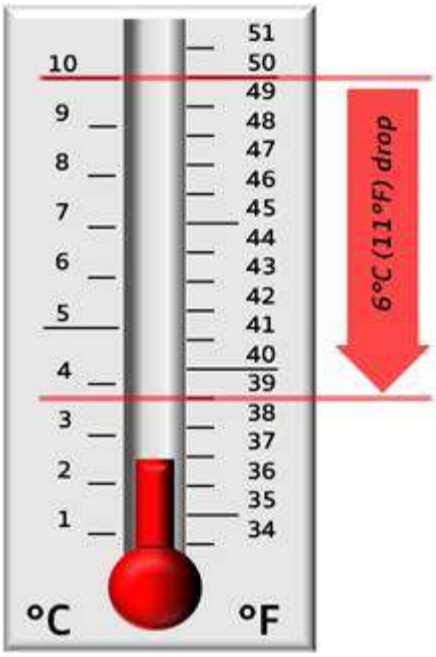

***Figure 1**. Example of a 6°C (11°F) drop: From 10°C (50ºF) to 4°C (39ºF) within one hour.*
- Example of a 6°C (11°F) drop: From 10°C (50ºF) to 4°C (39ºF) within one hour (Figure 1).